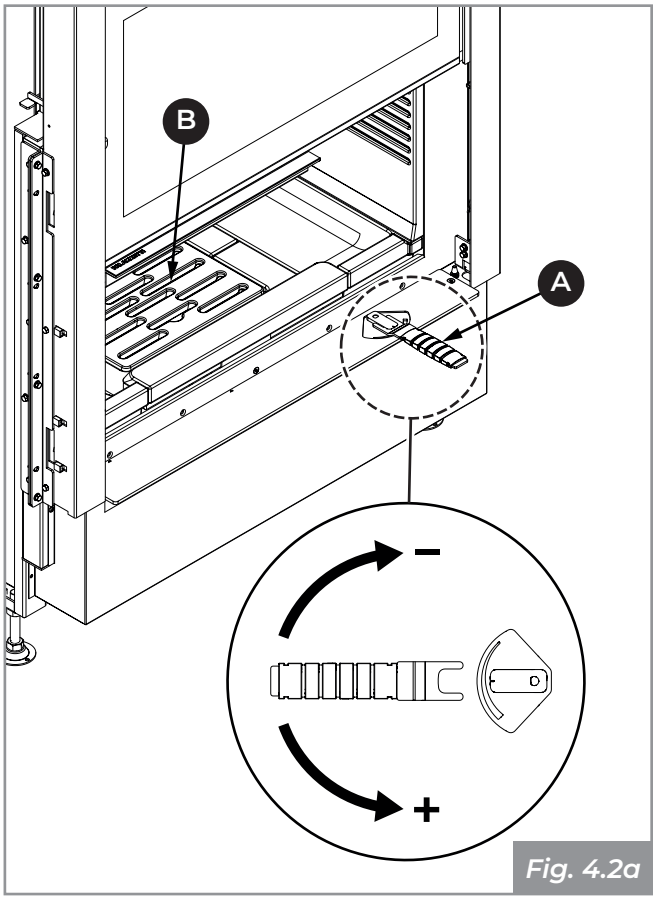
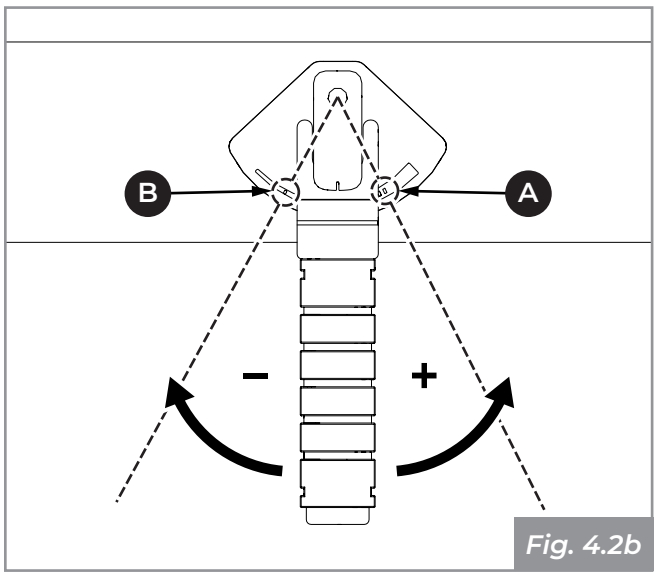
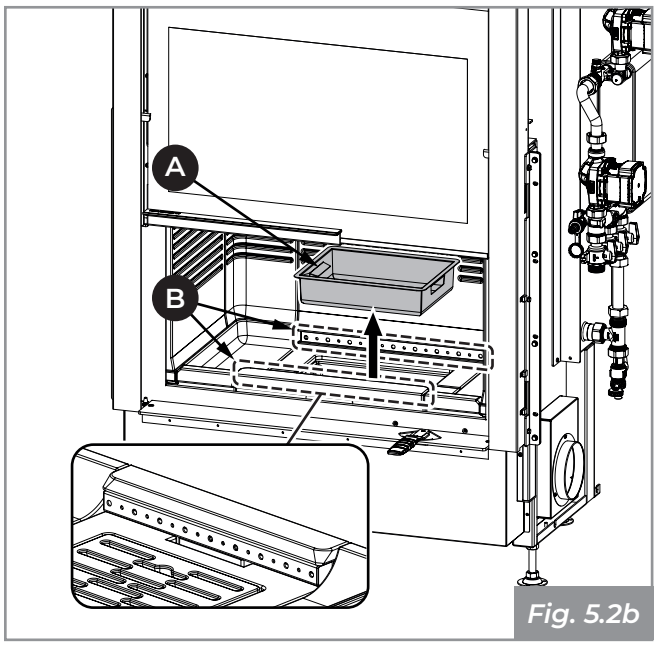

Fig. 4.2a
Fig. 4.2b
Fig. 5.2b
2. Utilizando la manilla fría suministrada **(A - Fig. 4.2a)** abra al máximo (+) la regulación del aire primario **(A - Fig. 4.2b)**.
3. Apoye con cuidado los troncos de leña en la cámara de combustión prestando atención a no cubrir totalmente las rendijas de la parrilla **(B - Fig. 4.2a)** y los agujeros frontales y traseros del distribuidor del aire comburente **(B - Fig. 5.2b)**.
8. Mantenga la toma de aire abierta para garantizar una llama alta y luminosa **(A - Fig. 4.2b)**;
9. Reduzca la apertura de la toma de aire **(B - Fig. 4.2b)** con la correspondiente manilla fría solo cuando se ha formado una buena base de brasas.
Extraiga el cajón de la ceniza de la base y aspire la ceniza que se haya depositado en los compartimentos de debajo **(A - Fig. 5.2b)**.
Aspire los agujeros frontales y traseros del distribuidor del aire comburente para evitar posibles acumulaciones de ceniza **(B - Fig. 5.2b)**.